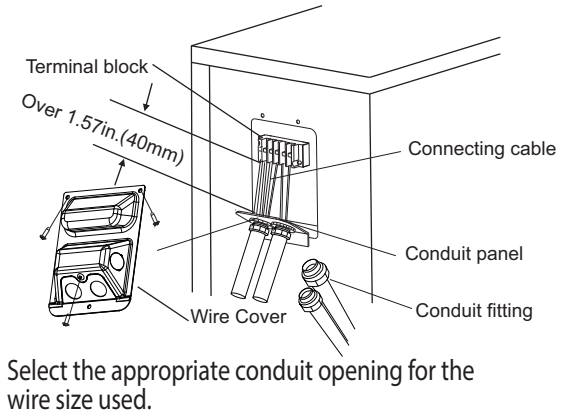

Fig. 28 —Field Wiring
5. Connect the conduit to conduit panel (see Fig.28).